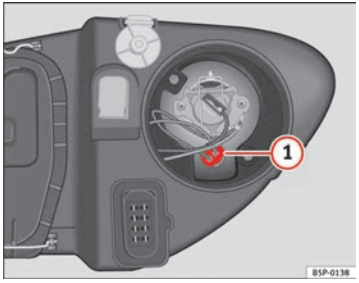

Fig. 190 Side lights
– Extract the bulb holder ⇒ fig. 190 (1) outwards.